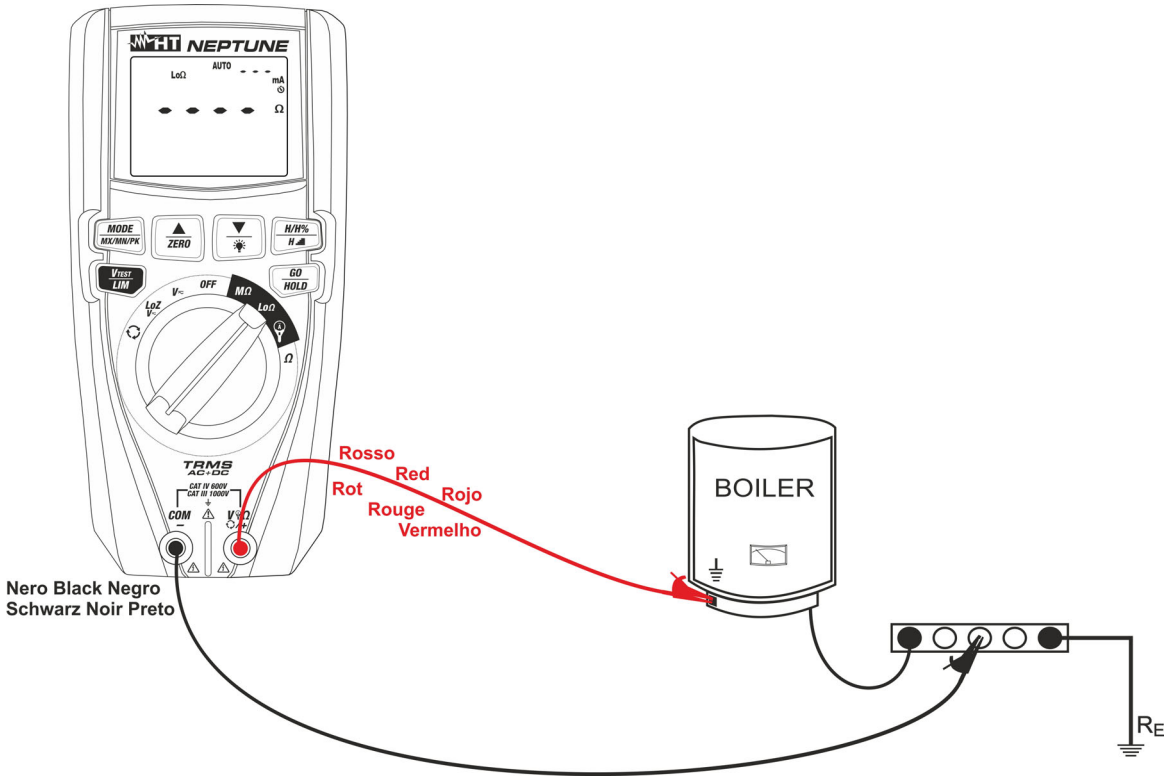

Fig. 25: Uso del instrumento para medida continuidad en modo AUTO
7. Inserte el conductor rojo en el terminal de entrada **VΩ/+** y el conductor negro en el terminal de entrada **COM/**– y conecte el instrumento a la instalación (ver la Fig. 25)